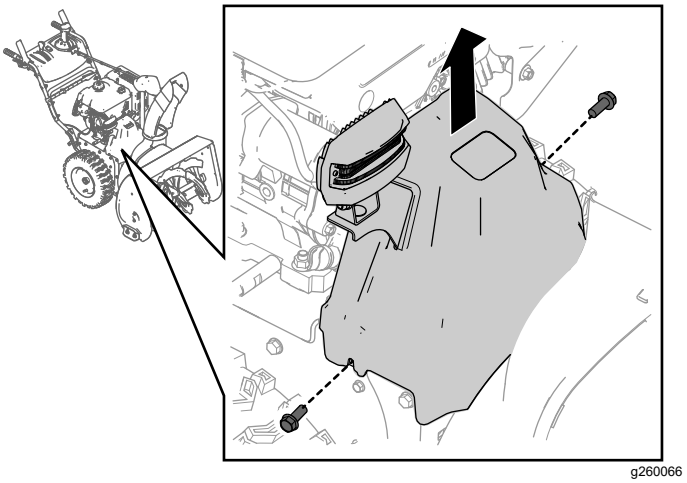

Figur 34
1. Ta bort de två skruvarna som håller remkåpan på plats (Figur 34).
2. Ta bort remkåpan (Figur 34).